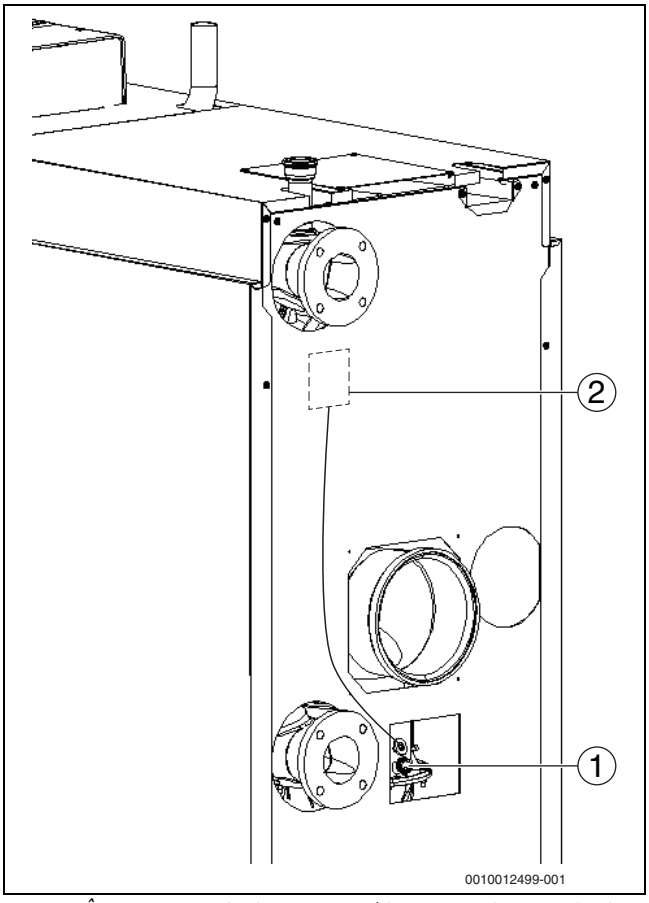

Fig. 33 Înregistrarea valorilor măsurate (dimensiuni ale cazanului de 150-300 kW)
- Introduceți senzorul de măsurare prin orificiul de măsurare (→ Fig. 33, pagina 33) în colectorul de gaze arse din fluxul de curent primar și verificați conținutul de O_2.
- Introduceți senzorul de măsurare prin orificiul de măsurare (→ Fig. 33, pagina 33) în tubulatura de evacuare a gazelor arse în fluxul de curent primar și verificați conținutul de O_2.